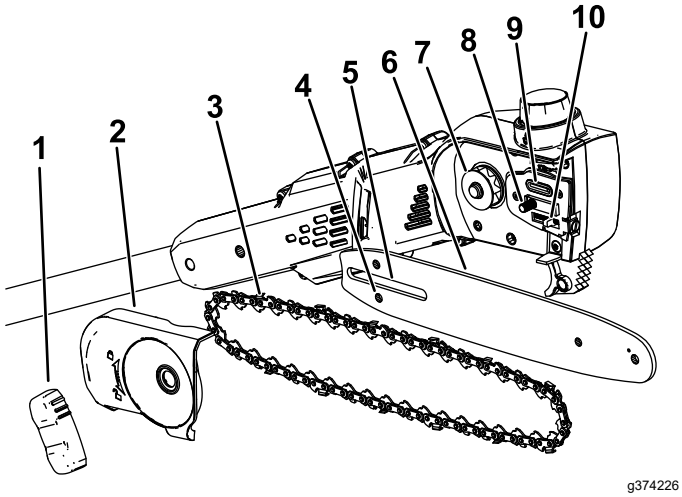

Figura 19
2. Retire la cubierta lateral: gire el pomo de la cubierta de la espada en sentido antihorario hasta que se retire el pomo y, a continuación, retire la cubierta lateral (Figura 19)
7. Compruebe que la salida de aceite (Figura 19) está libre de residuos; limpie la zona si es necesario.
Importante: **Asegúrese de que el espárrago de ajuste de la cadena está insertado en la ranura del espárrago de ajuste en la espada guía (Figura 19). Puede que tenga que girar el tornillo tensor de la cadena para ajustar el espárrago en la ranura de la espada guía.**